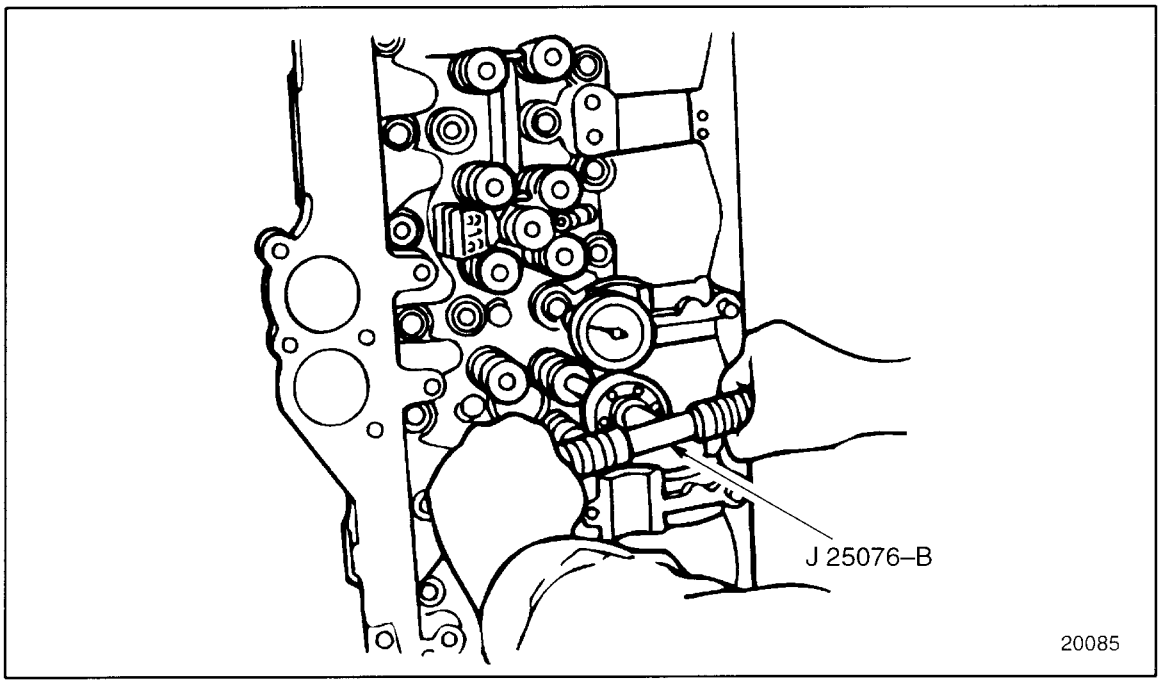

Figure 1-96 Checking Valve Spring Load
10. After all of the valves are installed, check the spring opening pressure on each valve using spring load gage. See Figure 1-96.